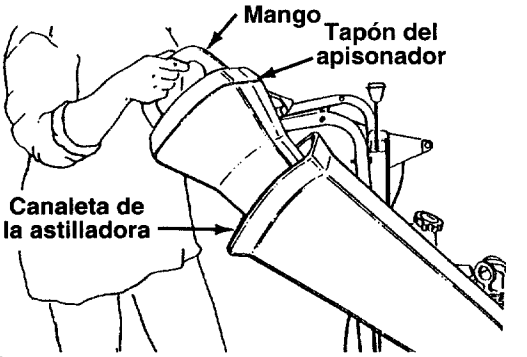

FIGURA 8.
- Si es necesario use el tapón del apisonador para empujar al material dentro de la canaleta de la astilladora. Vea la figura 8 para la ubicación del tapón del apisonador.
- Haga coincidir el ángulo del tapón del apisonador con el ángulo de la canaleta de la astilladora. Vea la figura 8.